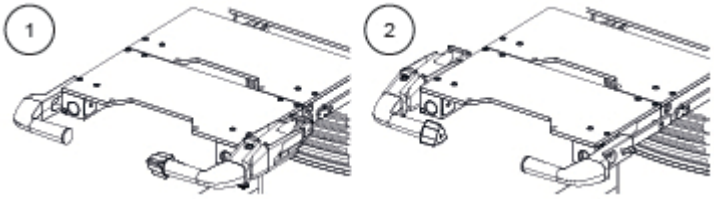

Figure 7-14. Motorized Transfer Orientations
1. The motorized transfer handle is inserted on the right (1) or left side (2) of the surgical table on the accessory rails or the extension rails. See *Figure 7-14*.